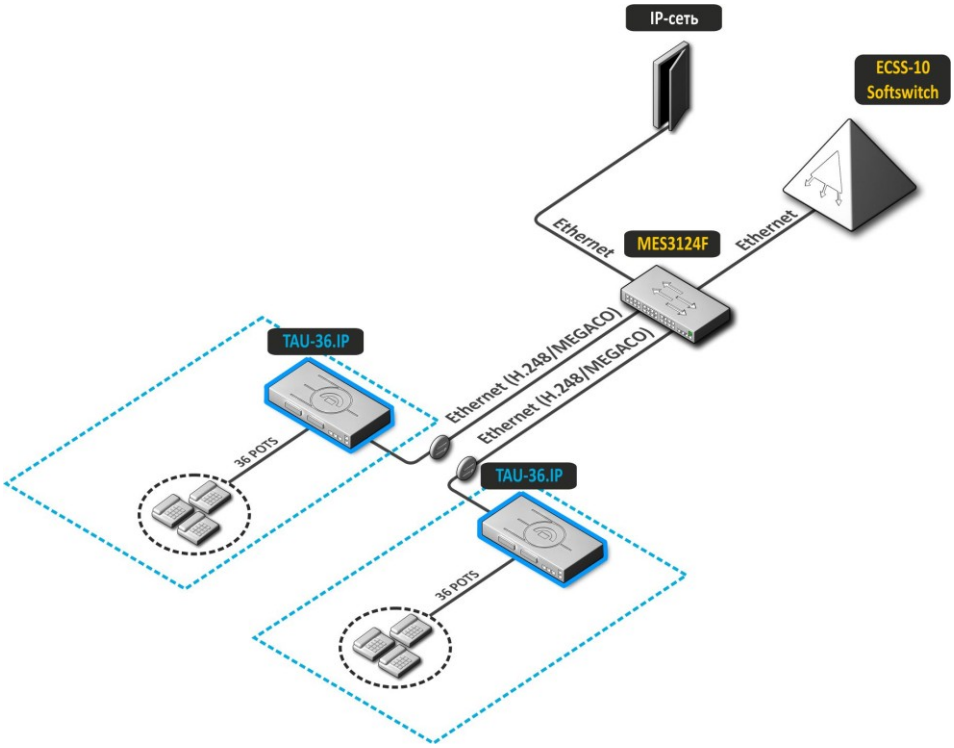

Рисунок 2 – Распределенная миниАТС TAU-36.IP
2. Режим распределенной миниАТС. В этом случае устройство выполняет функции миниАТС, с возможностью выхода на другие шлюзы (TAU-32M.IP, TAU-72.IP и прочие), а также Softswitch по протоколам SIP/SIP-T/H.323. Устройство самостоятельно обрабатывает функции ДВО, маршрутизацию вызовов, рисунок 2.